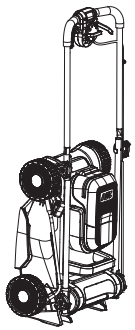

**Fig. 23**
- Depozitează mașina de tuns iarba în poziție orizontală sau verticală (fig. 23).